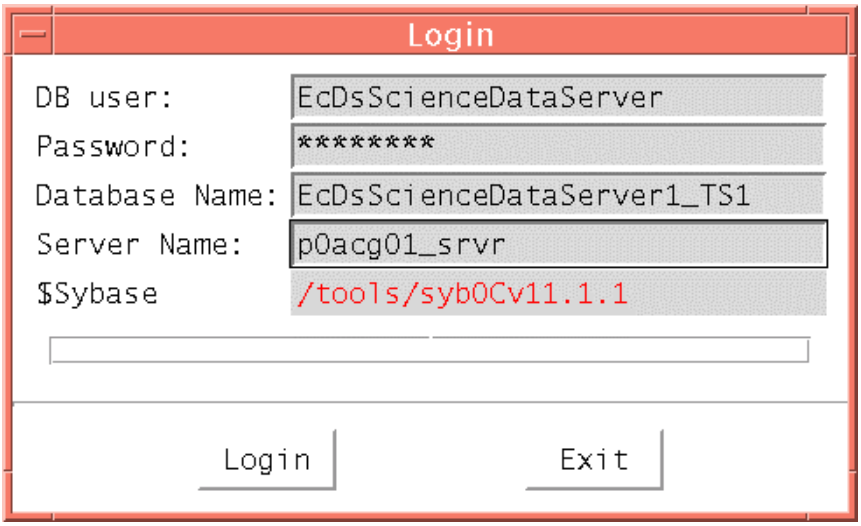

Figure 20. Database Login GUI
- The Database Login GUI will appear as shown in Figure 20.